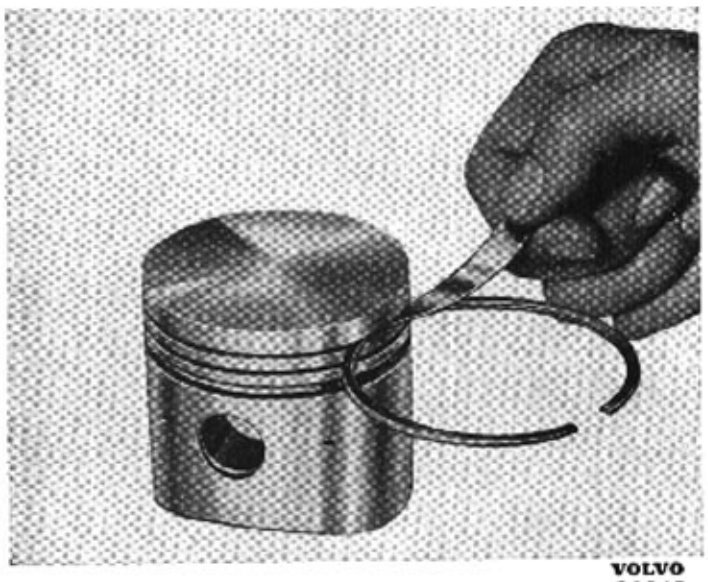

Bild 21-13. Kolvringsspel i spår
3. Prova kolvringarna i resp. ringspår genom att rulla dem i spåret. Mät även spelet på några ställen, bild 21-13. Mått, se "Data".